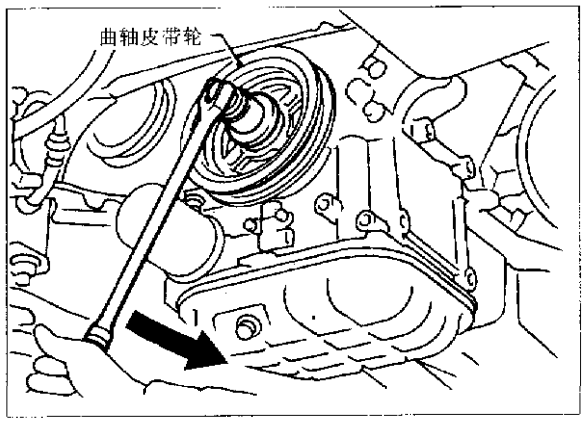

图 2-4-13
(18)旋松曲轴皮带轮螺栓(拆卸油底壳后盖,用适当的工具卡住齿圈,以防止曲轴转动),见图 2-4-13。